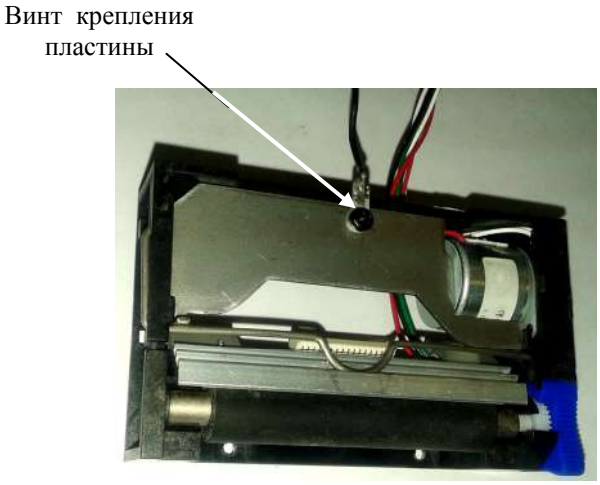

Рис. 7.10 - Принтер PT541A-BB-LEFT
7.6.3.5.2 Отвинтить Винт (Рис. 7.10) и отсоединить от принтера провод цепи защиты от статического электричества. Снять принтер.
7.6.3.6.2 Отвернуть винт крепления пластины (Рис. 7.10) и отсоединить от принтера заземляющий провод. Снять принтер.